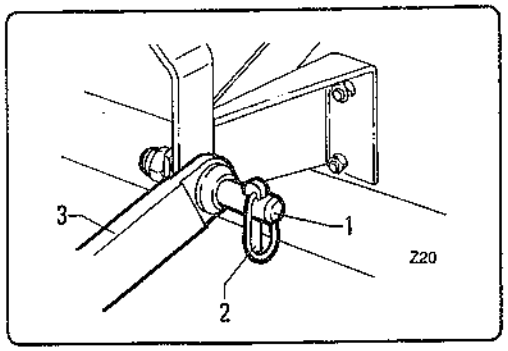

fig. 4.2.1
- *Fix them in place by means of the relative safety pins "2" fig. 4.2.1.*
- En marche arrière, approcher le tracteur de la machine, en alignant les bras de relevage aux deux axes latéraux d'attelage "1" fig. 4.2.1.
- Les fixer avec les goupilles de sécurité "2" fig. 4.2.1.